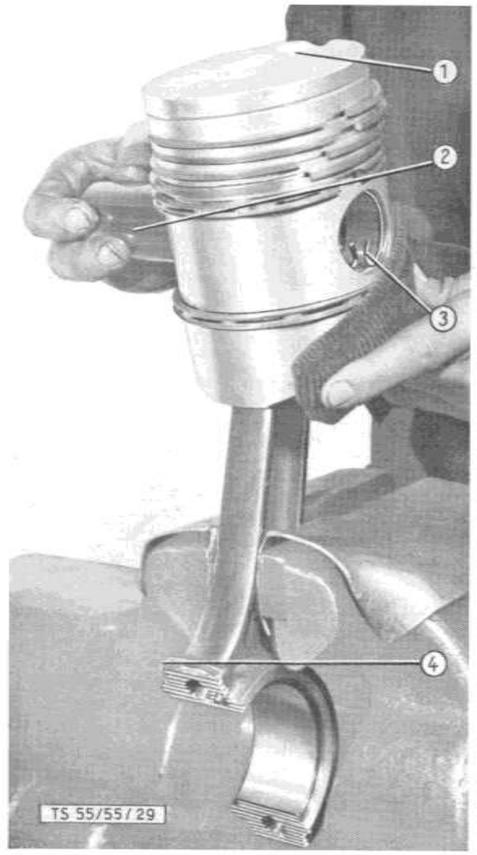

Bild 28: **Einführen des Kolbenbolzens**
3. Kolben auf Pleuelstange so aufsetzen, daß die Vertiefung im Kolbenboden (28/1) auf die entgegengesetzte Seite der Pleuellager-Öffnung zu liegen kommt (Bild 28). Kolbenbolzen ölen und bis Flachdrahtsprengring in Kolben einschieben.
Anmerkung: Beim Einspannen der Pleuelstange weiche Schraubstockbacken (Bild 28) verwenden, um die polierte Oberfläche der Pleuel nicht zu verletzen.